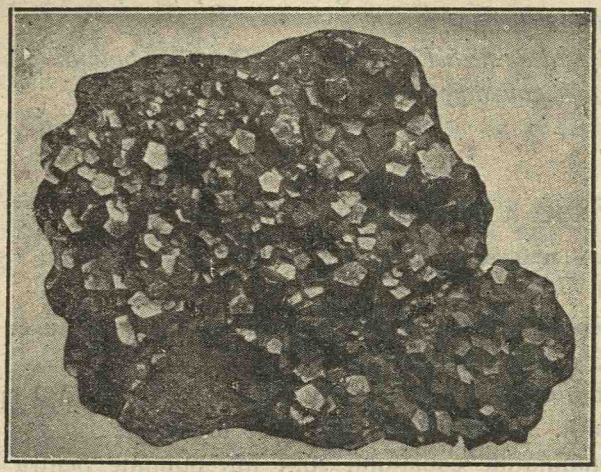

Fig. 140. Pirită în dodecaedri pentagonali, din colecţia Universităţii.
5. **Pirita** *e bisulfură de fer,* FeS_2. Cristalizează în cubi sau în dodecaedri pentagonali. fig. 140. Cristalele de pirită sunt galbene ca alama și se sfărâmă lesne, dând un praf negru. Prin încălzire în aer desvoltă miros de bioxid de sulf. E întrebuințată la fabricarea sulfului și a bioxidului de sulf.